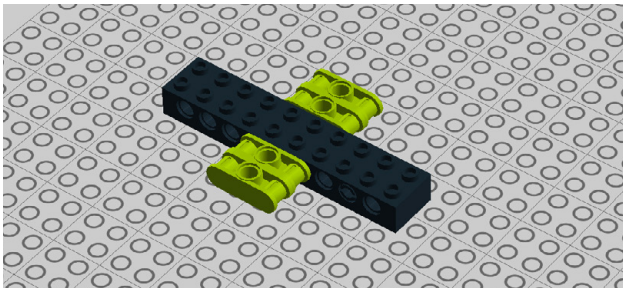

Figure 7-78. *Step 71: Adding cross axles*
71. Add two 6M cross axles and secure them with a pair of double cross blocks on each side (Figure 7-78).